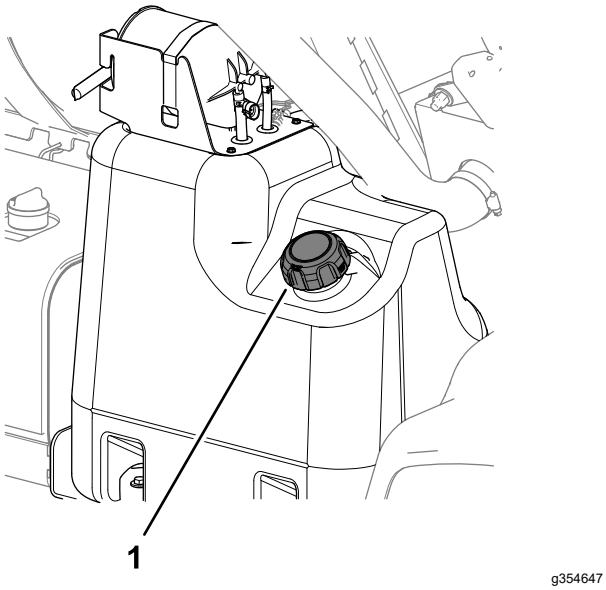

**Figur 22**
2. Rengör området runt tanklocket (Figur 22).